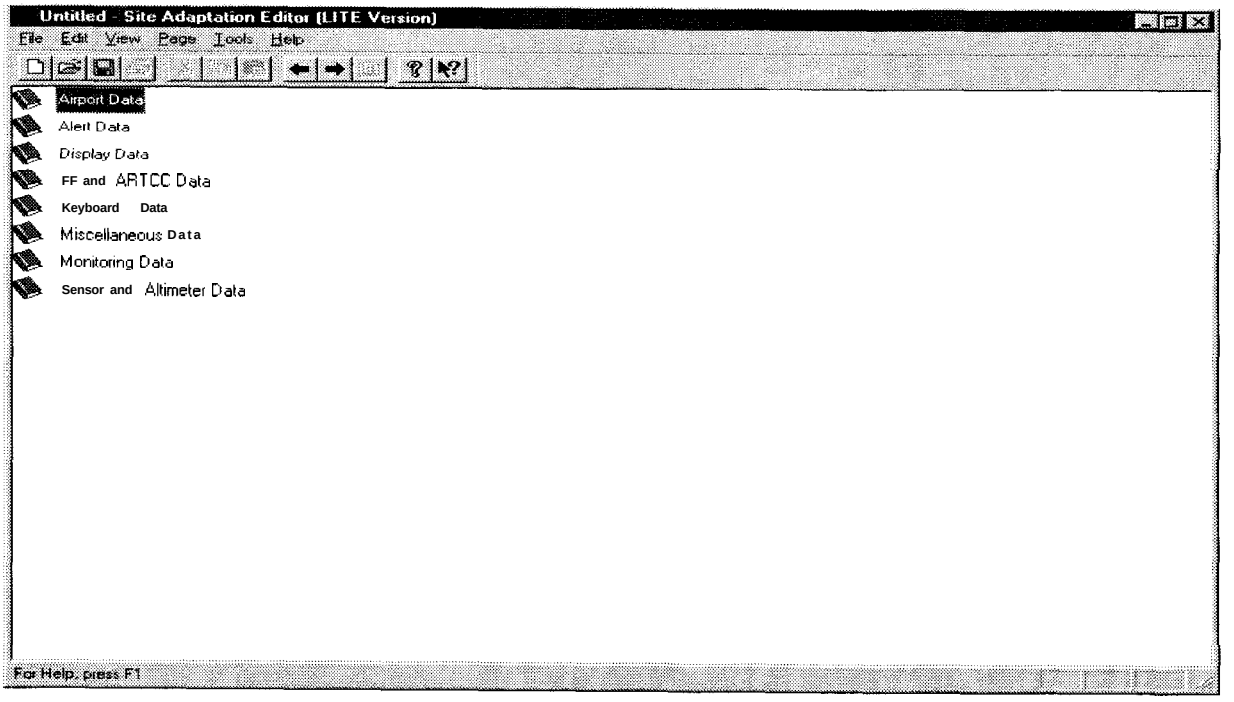

FIGURE 4-30. SITE ADAPTATION EDITOR WINDOW SHOWING DATA SECTIONS (BOOKS)
2. Observe the Site Adaptation Editor window (Figure 4-30).